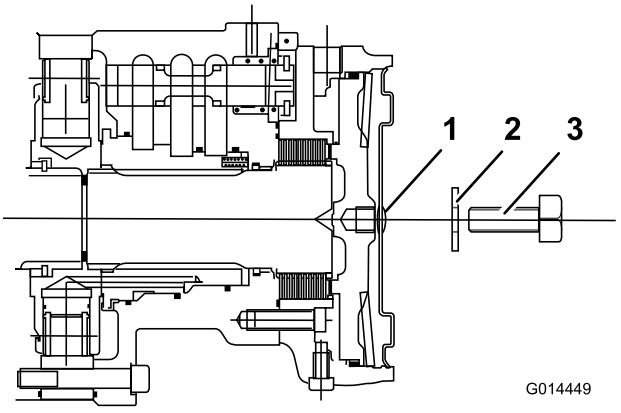

Figura 46
5. Aperte o parafuso de afinação no furo roscado no pistão do travão até que o travão seja libertado (Figura 46).
6. Identifique o conjunto de travões de disco da frente do lado esquerdo e repita o procedimento anterior (Figura 46).